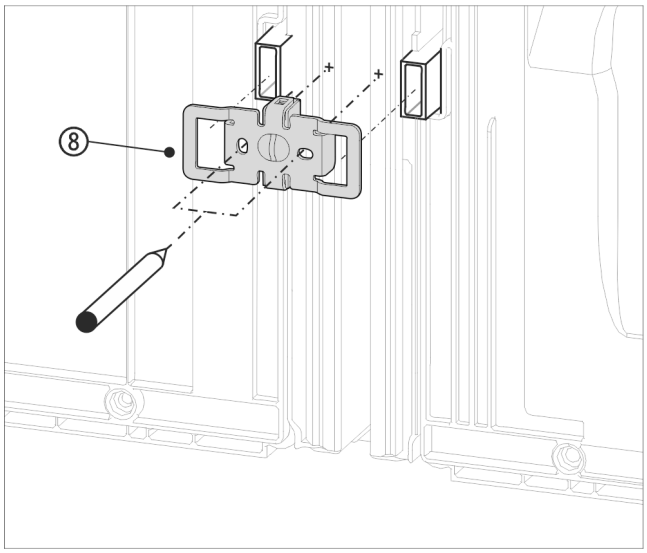

Fig. 17 Reprezentare exemplificativă
▶ Împingeți vinclul *Fig. 17 (8)* cu degajările peste locașul pentru distanțierul de perete.